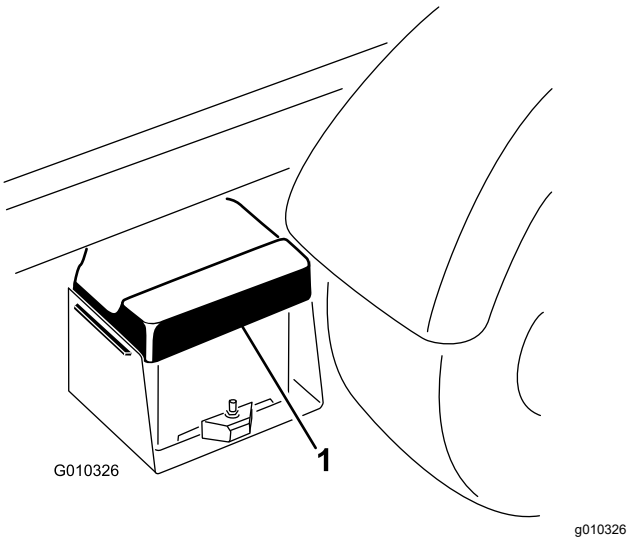

Figura 41
1. Aperte a tampa da bateria para soltar as patilhas da base da bateria e remova a tampa da base da bateria (Figura 41).